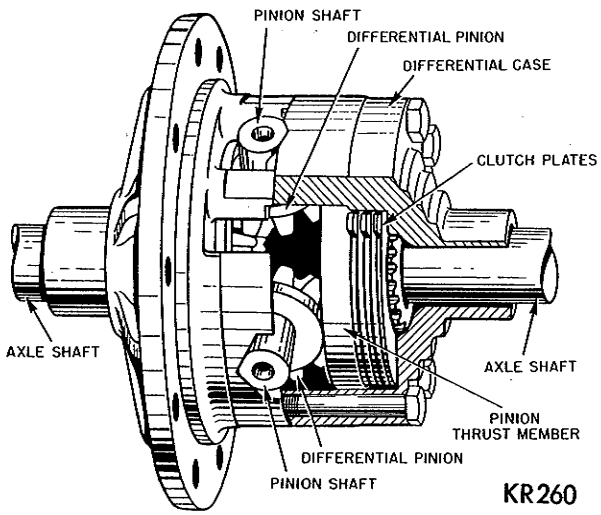
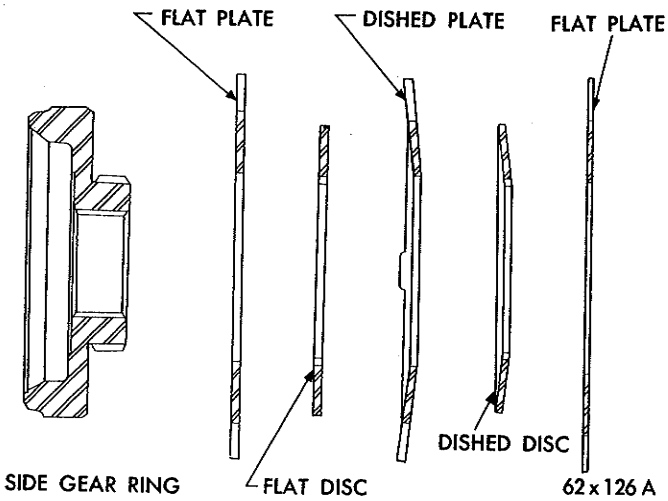

***Fig. 1—Sure Grip Differential (Schematic)***
***Fig. 15—Arrangement of Plates and Discs (8¾" Differential)***
The sure-grip differential (Figs. 1, 2, 3 and 4) is similar to the conventional differential except for the addition of friction plates and Belleville plates and discs for clutching the differential case to the differential gears and a means for engaging these plates. The Belleville plates and discs accomplish a positive engagement of the clutch discs and plates at all times by placing a preload on the plates and discs. It has four pinion gears, positioned in the case by two pinion shafts which are at right angles to each other and loose fitting at their inter-section. Both ends of each shaft have two flat surfaces, or ramps, which mate with identical ramps in the differential case. There is additional clearance in the case to permit a slight peripheral movement of the ends of the pinion shafts within the case. **The servicing procedures for the sure grip differential is the same for the Plymouth and Valiant Model cars, with the exception of the clutch and disc arrangement shown in (Fig. 15, and 16).**
(1) Position clutch plates and discs in their proper location in each half of the case (Figs. 15 or 16).
(2) Place side gears in their retainers. Insert splines of retainers through the splines of clutch discs.
(3) Place aligning pin through one axle shaft thrust spacer. Assemble pinion shafts on aligning pin.